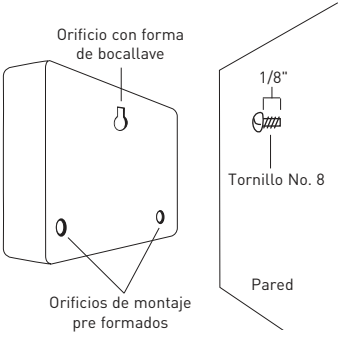

Figura 2: Cuelgue el temporizador en el orificio con forma de bocallave con un tornillo
- Deslice el temporizador sobre el tornillo sobresaliente (con la ranura con forma de cerradura en la parte posterior del temporizador). *Consulte la figura 2.*
- Coloque un tornillo No. 8 a través de uno de los dos orificios preformados ubicados en las esquinas inferiores del gabinete. *Consulte la figura 2.*